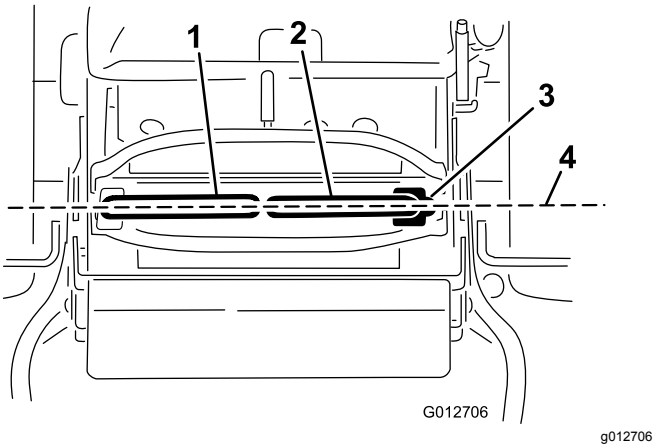

Rysunek 70
Ważne: **Upewnij się, że po wyregulowaniu dźwigni sterowania jazdą maszyna utrzymuje kierunek jazdy na wprost. Regulacja utrzymywania kierunku na wprost i wyrównanie dźwigni sterowania w kierunku przód-tył to ta sama procedura (Rysunek 70).**
1. Po zakończeniu regulacji w płaszczyźnie poziomej sprawdź wyrównanie w kierunku przód i tył poprzez lekkie pchnięcie dźwigni sterowania do przodu aż do zlikwidowania luzu w mechanizmach dźwigni (Rysunek 70).